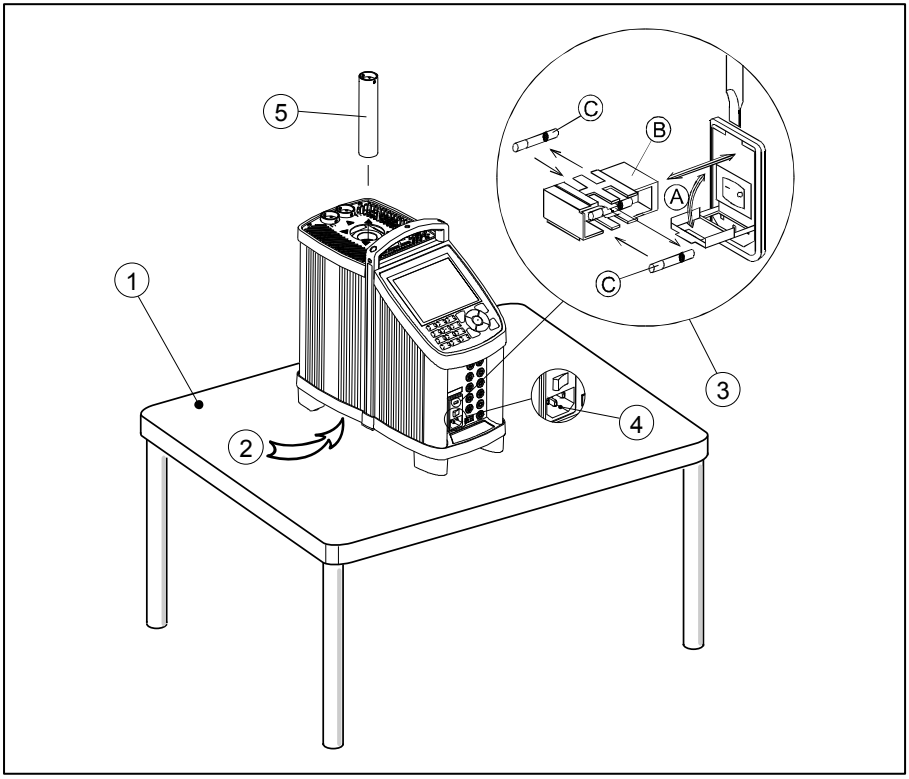

Fig. 1
③ Check that the fuse size corresponds to the applied voltage on The fuse is contained in the power control switch (on/off switch To check do as follows (see fig. 1):
④ Check that the earth connection for the instrument is present and attach the cable.
⑤ Select an insertion tube with the correct bore diameter. See section 3.2.2 for information on how to select insertion tubes.